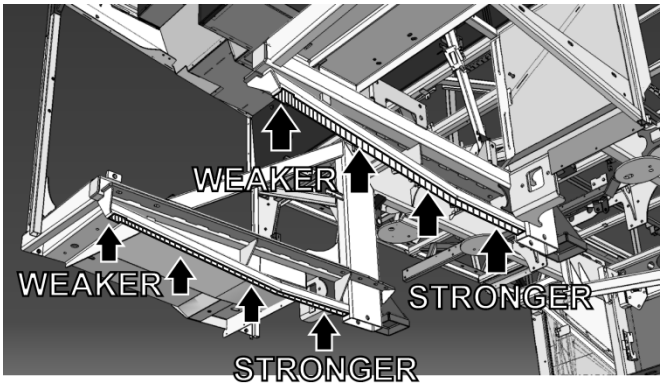

**FIGURE 53**: UNAPPROVED LIFTING POINTS FOR REAR END TOWING – SIDE MEMBERS LOCATED UNDER THE ENGINE CRADLE SUPPORT RAILS
**In an emergency or if the vehicle has to be moved over a short distance, the side members may be used as lifting point. Try to lift from the strongest location along the side members which is near the rear sub-frame vertical member (**Figure 53**).**
***Lifting from the engine cradle is the least preferred option and should be done only if lifting from under the side members shown on*** Figure 53 ***cannot be achieved***